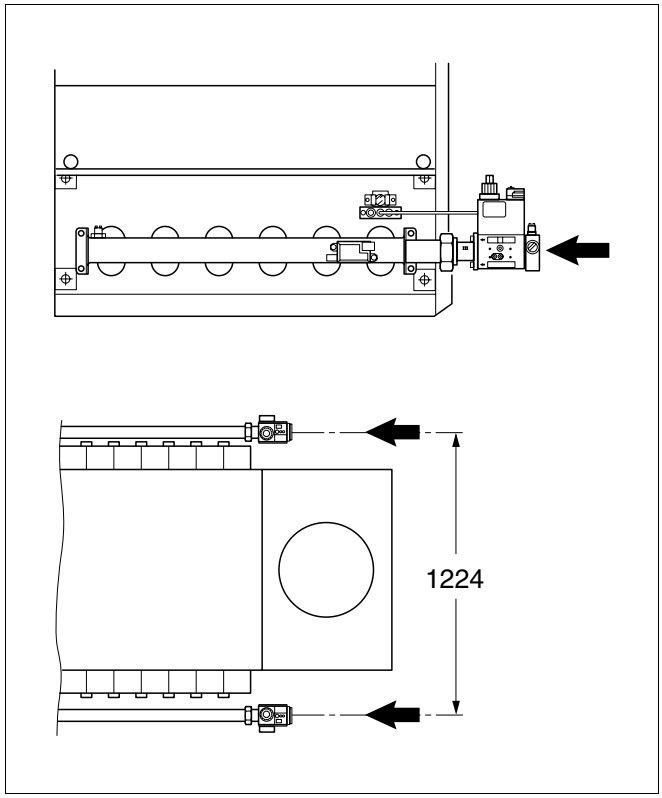

Afb. 42 Gasaansluiting aansluiten
- Monteer de aansluitleidingen spanningsvrij aan de gasaansluiting van de verwarmingsketel (afb. 42).